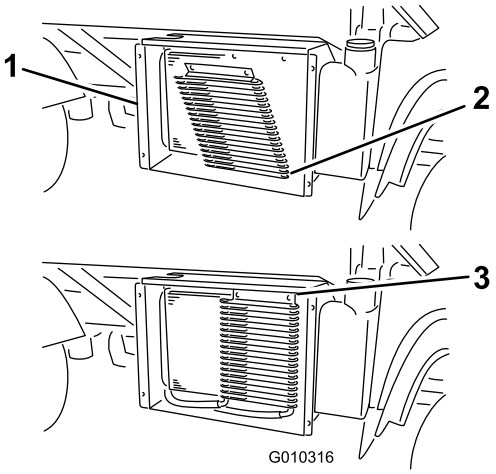

Figur 58
3. Roter sperrene og sving oljekjøleren bort fra radiatoren, hvis utstyrt med dette (Figur 58).